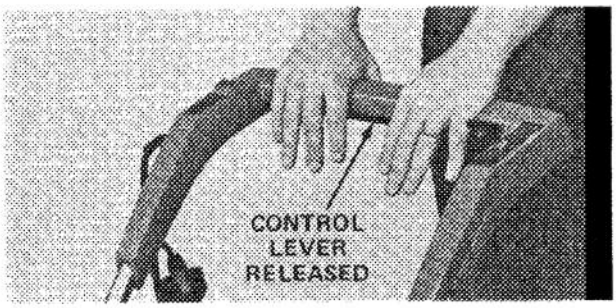

Figure 6
2. Mower will continue running while control lever is in up position. When lever is released the mower will stop (Fig.6).